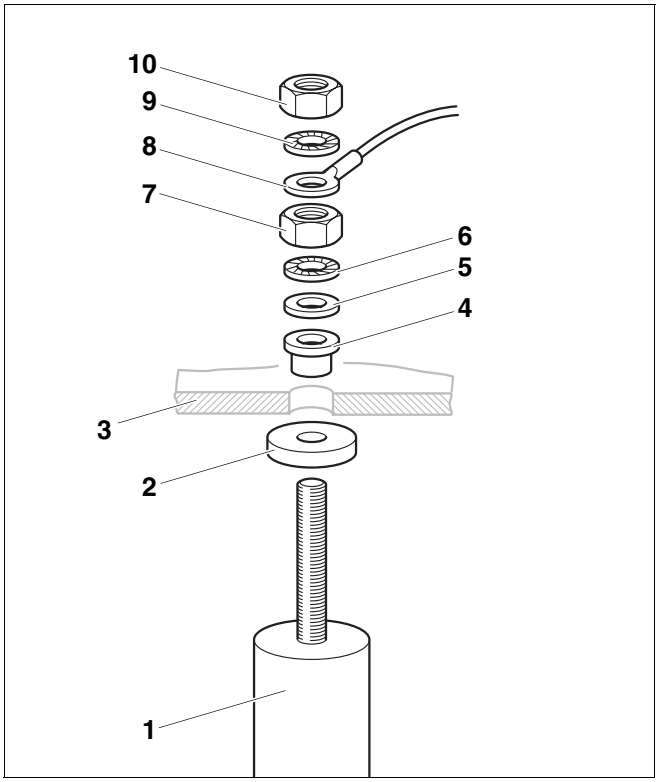

Abb. 57 Magnesiumanode austauschen
- Wenn die Magnesiumanode verbraucht ist: Neue Magnesiumanode montieren (➔ Abb. 57).